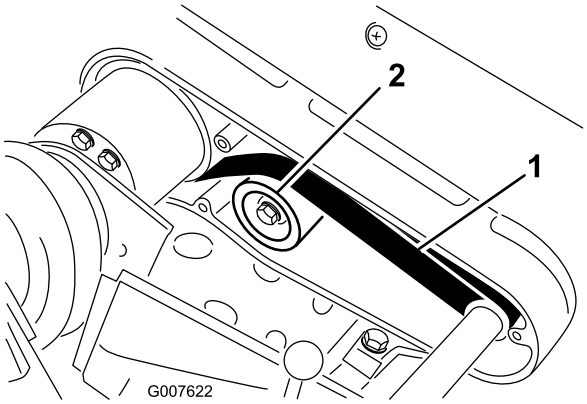

**Figur 42**
2. Kontrollera spänningen genom att trycka ned remmen mellan två skivor (Figur 42) med en kraft på 22 till 26 N. Remmen ska böjas ned 6 mm.
A. Lossa fästmuttern på mellanremskivan och sväng mellanremskivan medsols mot remmens baksida tills önskad remspänning erhålls (Figur 42).